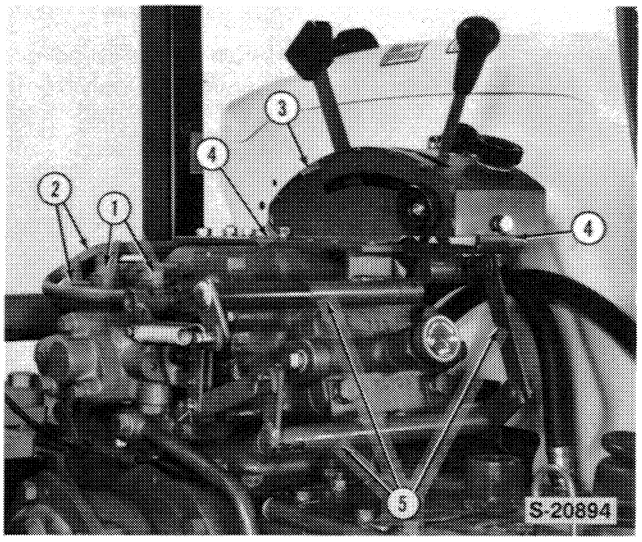

Figure 90
6. Remove the two banjo bolts (1) securing the hydraulic tubes to the remote control valve, Figure 90.
8. Remove the hydraulic control lever quadrant support and linkage as an assembly from the lift cover housing, Figure 90.